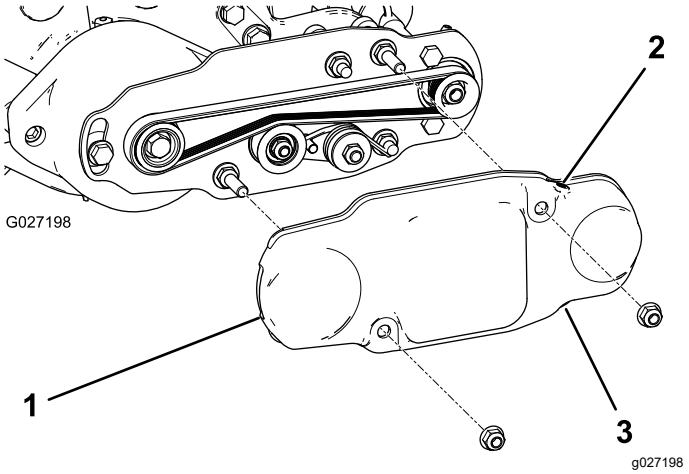

**Рисунок 19**
2. Наденьте кожух ремня на монтажные болты и закрепите его двумя фланцевыми гайками (Рисунок 19).